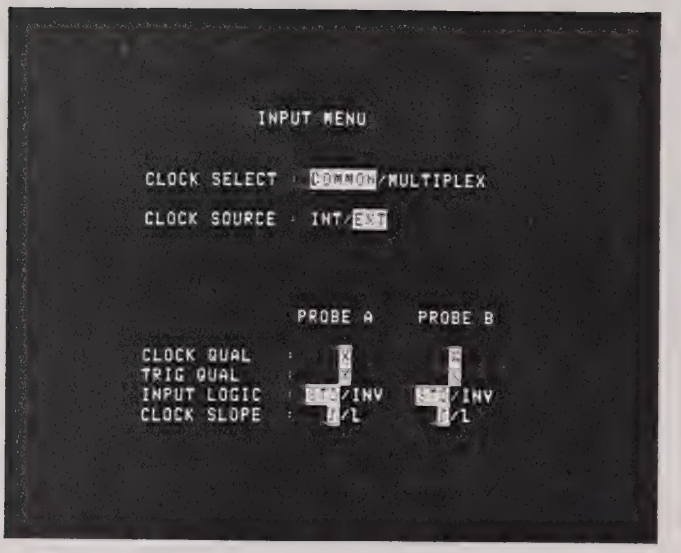

Figure 5.2 - Input Menu in Default Display
5.3.1 Refer to Figure 5.2 above showing the complete **INPUT MENU** displayed in the default (set-up) mode. The user is directed to this menu after making a selection of either **CLOCKS** or **TIME** in the **TIMED INTERVAL** field of the **MODE MENU.**